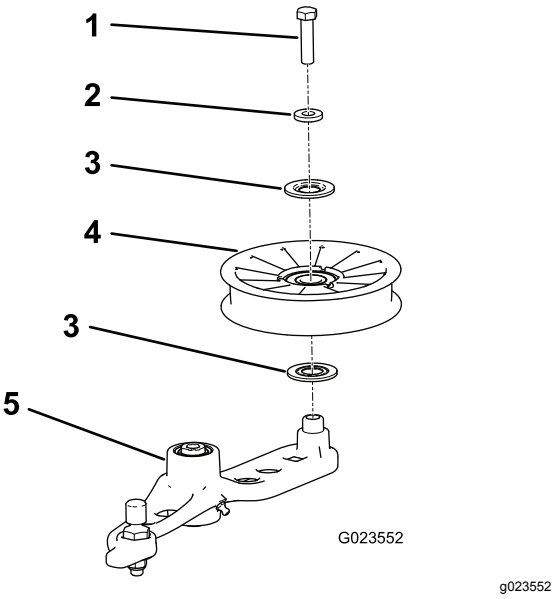

Figuur 58
6. Verwijder de bout waarmee de oude spanpoelie bevestigd is aan de spanarm en monteer een nieuwe poelie (Figuur 58).